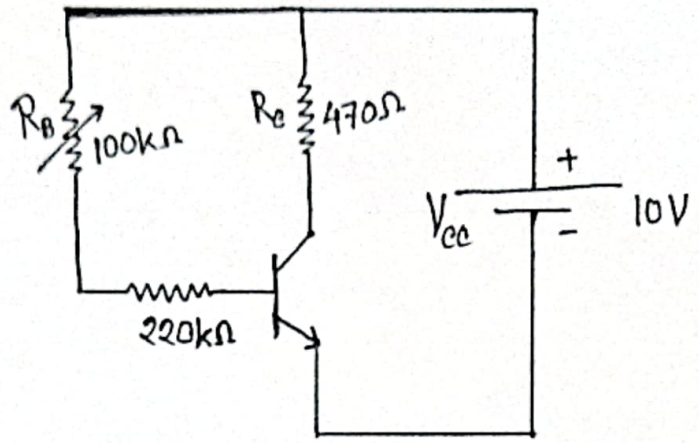

Fig 9.1: Fixed Bias Configuration Circuit
1. Arranged the circuit shown in figure 9.1 by C828. We have recorded R_c & set R_B to maximum value